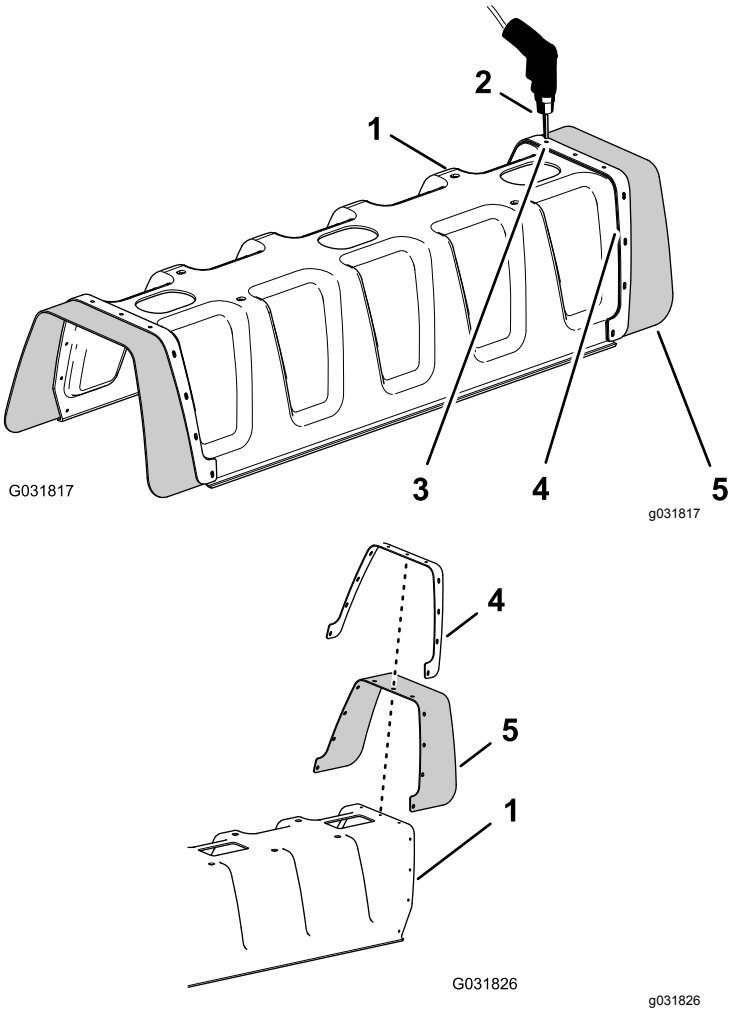

Figuur 179
1. Gebruik een boor van 5 mm om de 11 popnagels (Figuur 179) uit te boren waarmee de verstevigingsplaat (enkele rij) en de rubberen afdekking bevestigd zijn aan het uiteinde van de afdekking van het gedeelte met 11 spuitdoppen voor de middelste spuitboom die u verwijderd hebt in stap 2 van 6 Verwijderen van het deksel van de middelste spuitboom (11 spuitdoppen) van de optionele afgedekte spuitboom (bladz. 14).
2. Verwijder de verstevigingsplaat, 11 ringen (3/16") en de rubberen afdekking van de spuitboomafdekking voor 11 spuitdoppen (Figuur 179).